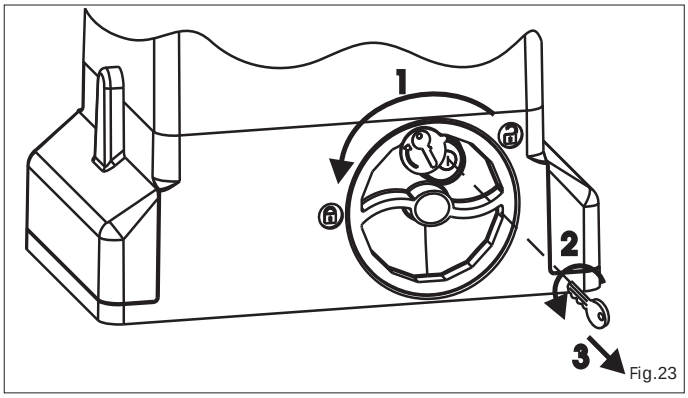

Fig.23
1) Turn the release system anti-clockwise, until its stop is reached, Fig. 23 ref. 1.
2) Turn the key anti-clockwise and remove it from the lock, Fig. 23 ref. 2 and 3.